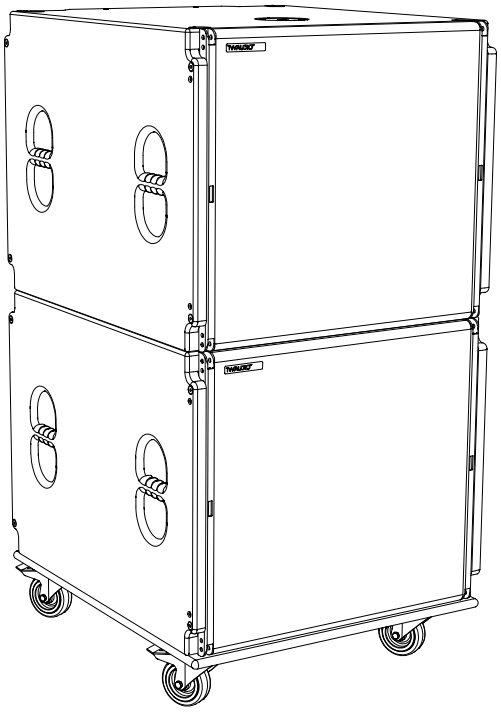

Figure 4.2.1 - Transport setup VERA S33 loudspeaker with QDB30
Attach the two B21(F) loudspeakers to the QDB30 dolly with the velcro strap for fastening/lasching strap and Cover2B21 protective cover. (not shown in figure 4.2.1) Attach the two VERA S33 loudspeakers to the QDB30 dolly with the velcro strap for fastening/lasching strap and Cover2S33 protective cover. (not shown in figure 4.2.1)